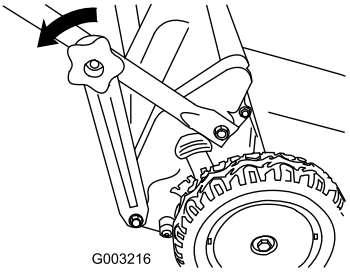

Figuur 13
1. Verwijder de knoppen en de borgmoeren van de onderste handgreep, waarmee de beugels van de handgreep zijn bevestigd aan de uiteinden van de onderste handgreep (Figuur 13).